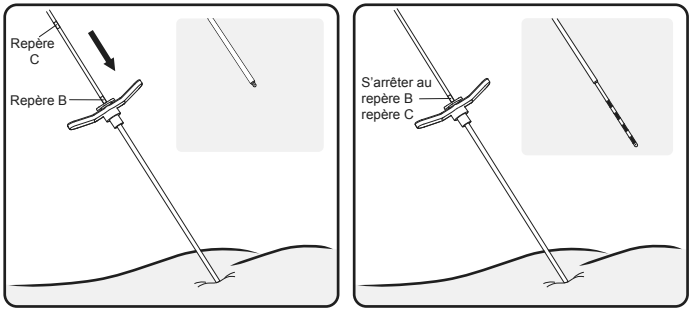

Figure 14. Faire avancer l'électrode dans la gaine d'introduction afin d'exposer les électrodes
9. Pousser l'électrode dans la gaine d'introduction jusqu'à ce que le repère visuel C soit aligné avec la poignée de la gaine d'introduction tout en maintenant la gaine d'introduction en place. Confirmer par fluoroscopie que l'extrémité distale de la gaine est proximale aux électrodes (**Figure 14**).